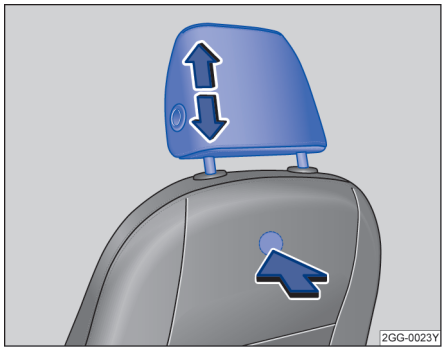

图 69 拆卸和安装前排头枕
– 按压座椅背部隐藏于座椅套内的按钮→ 图 69 ，将头枕完全拔出。